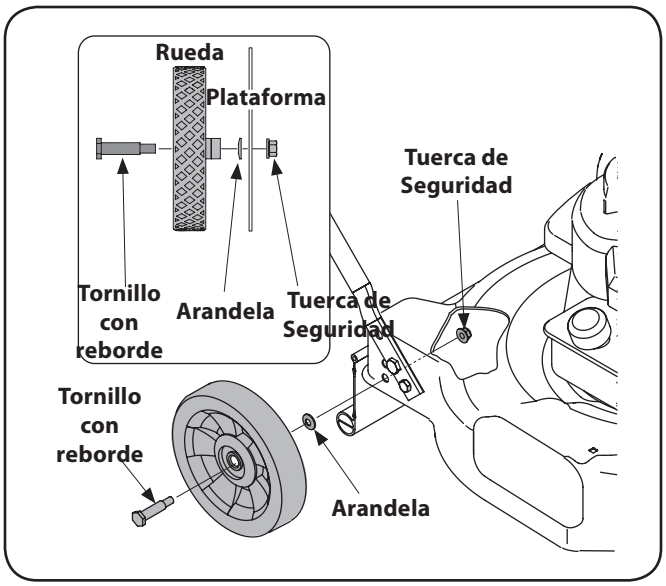

Figure 3-4
1. Ajuste cada rueda a la plataforma según se muestra en la Figure 3-4.